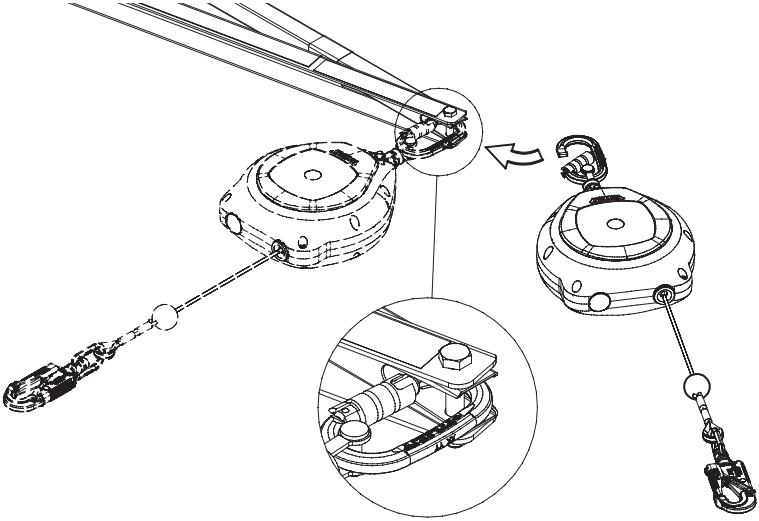

Figur 31. *Fastsättning av ett 6,2 m Falcon Fallskyddsblock*
2. Nästa steg är att ansluta Fallskyddsblocket. Se till att komponenten är korrekt fastsatt och förankrad vid SkyReach Förankringsenhet. Figur 31 visar hur ett 6,2 m Falcon Fallskyddsblock sätts fast i förankringspunkten.